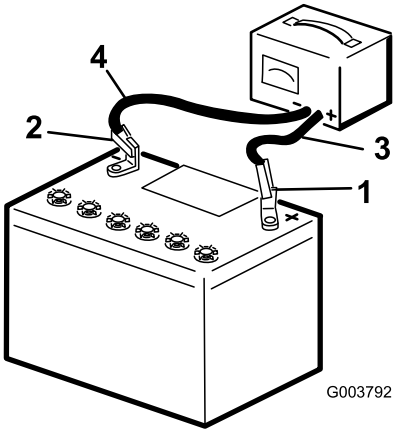

**Figur 44**
2. Ladda batteriet i 10 till 15 minuter med 25 till 30 A eller 30 minuter med 4 till 6 A (Figur 44). Överladda inte batteriet.
3. När batteriet är fulladdat ska laddaren kopplas bort från eluttaget, och sedan ska laddningskablarna kopplas bort från batteripolerna (Figur 44).